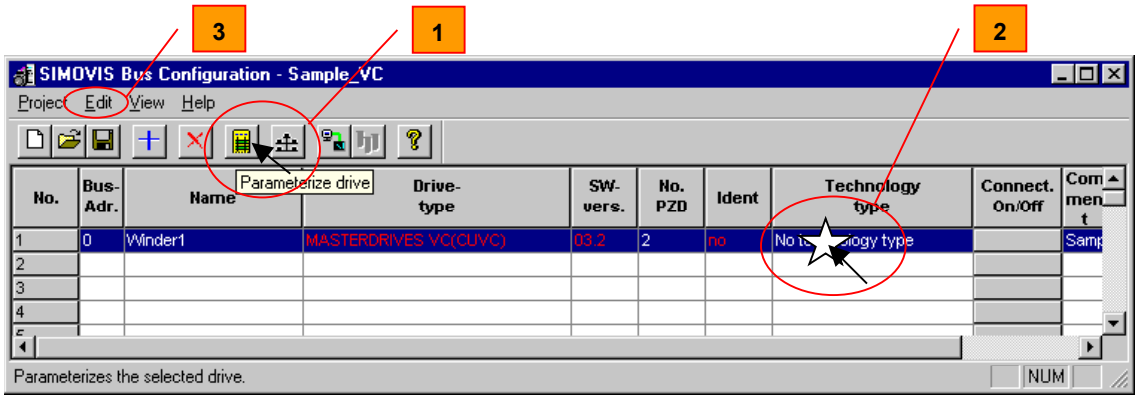

Fig. 5-21 Parameterizing a device
- Double-click on the device to be parameterized (Fig. 5-21 [2])
- Call-up on the toolbar *Parameterize drive* (Fig. 5-21 [1])
- Call-up with the menu command *Edit → Parameterize drive* (Fig. 5-21 [3])